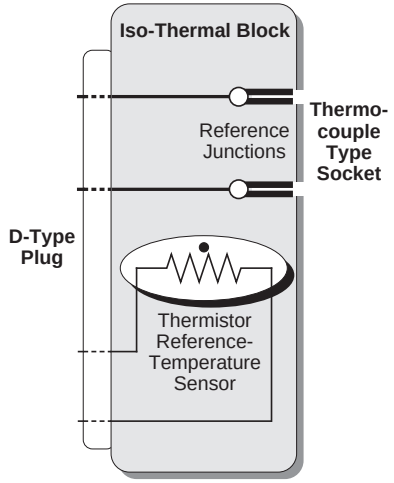

Fig. 4.14.1 Reference Junctions on Isothermal Block, with Thermistor Temperature Sensor for Software Compensation
4.14.4.2 Software Compensation *(Fig 4.14.1)*